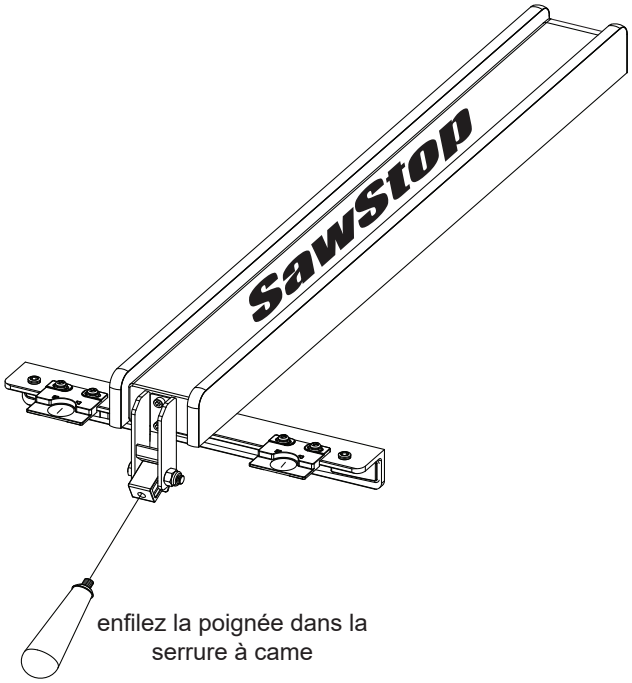

Fig. 18
18. Localisez la clôture et la poignée de clôture rouge. Vissez la poignée dans la serrure à came située à l'avant du guide (voir Fig. 18).